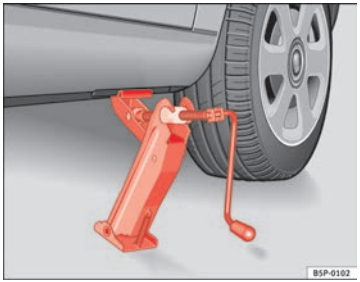

Fig. 178 Fitting the jack
– Align the jack so that the arm of the jack fits around the rib under the door sill and the movable base plate of the jack is flat on the ground ⇒ fig. 178.